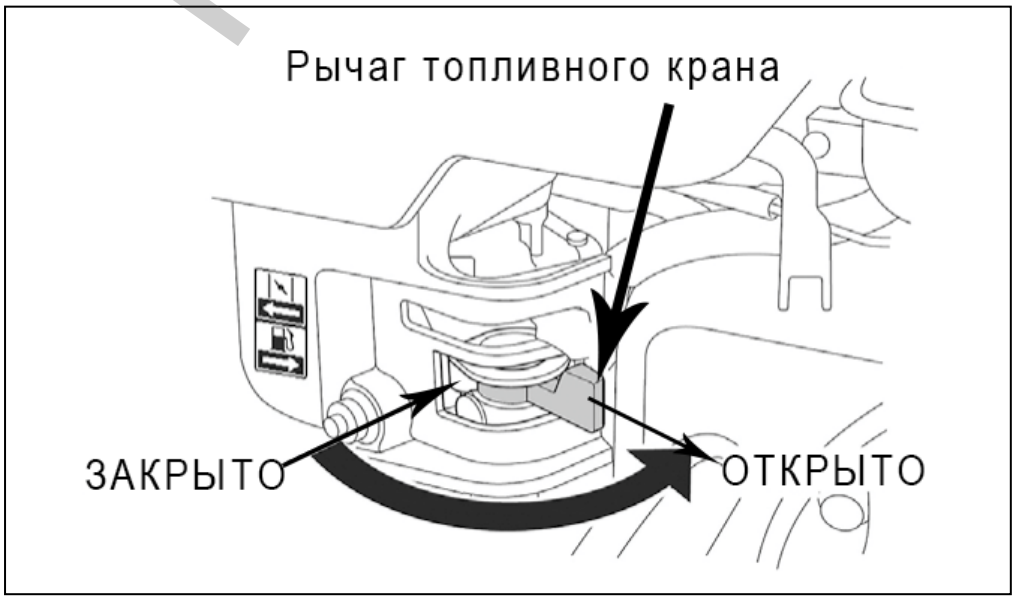

Рис. 11. Рычаг топливного крана.
3. Откройте топливный кран поворотом рычага вправо (Рис. 11).